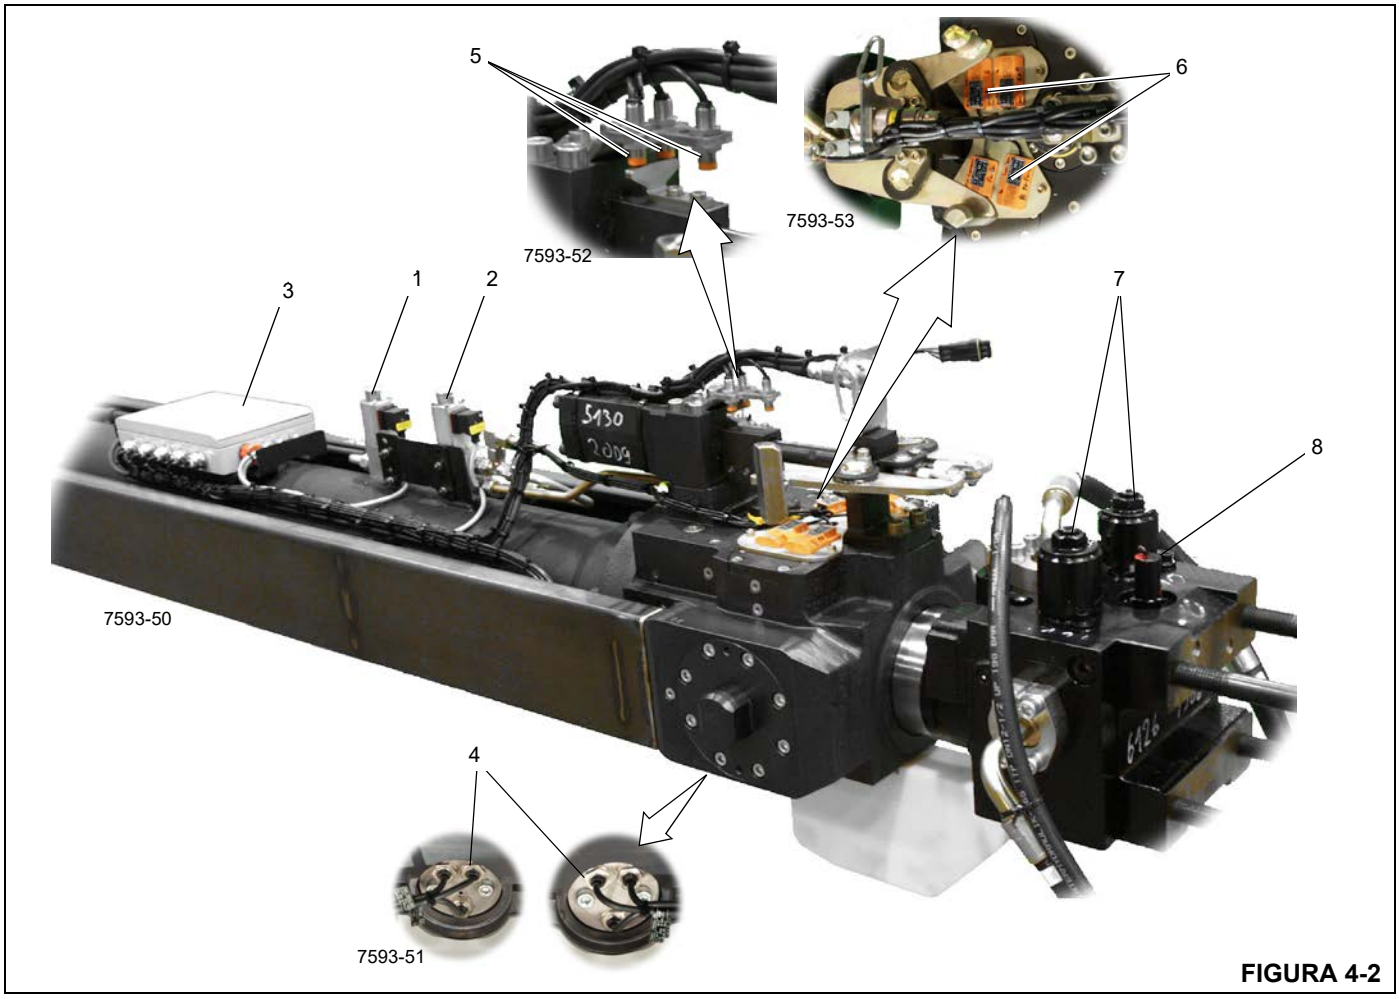

FIGURA 4-2
Duas válvulas solenoides de fixação estão localizadas no tambor do cilindro na frente do cabeçote de fixação. A válvula de retenção de pressão (1) (Figura 4-2) mantém ou bloqueia a pressão hidráulica no sistema de fixação. A válvula de destravamento do pino da seção da lança/destravamento do pino do cilindro (2) direciona fluido para as funções da borboleta ou do pino do cilindro.